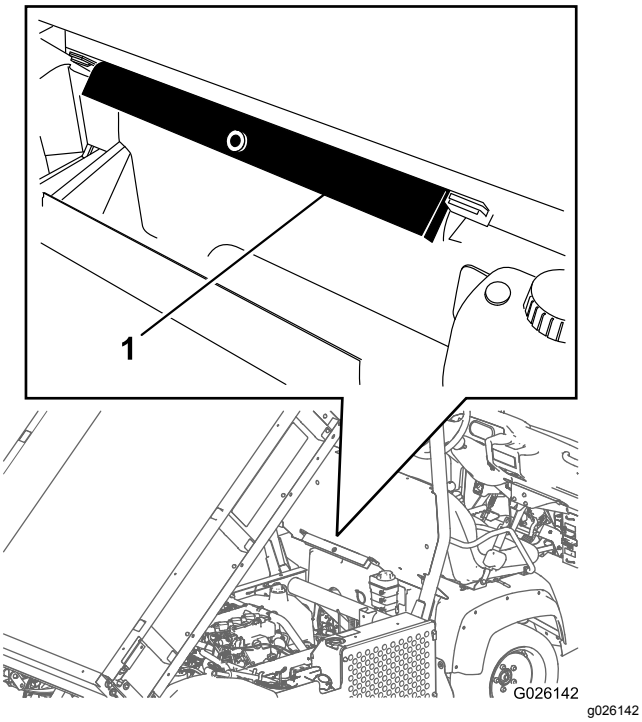

Figur 21
2. Fjern støtten til planet fra lagringsbrakettene på baksiden av veltebøylepanelet (Figur 21).